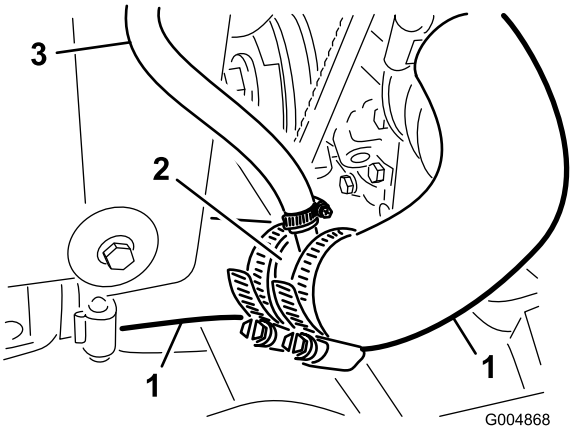
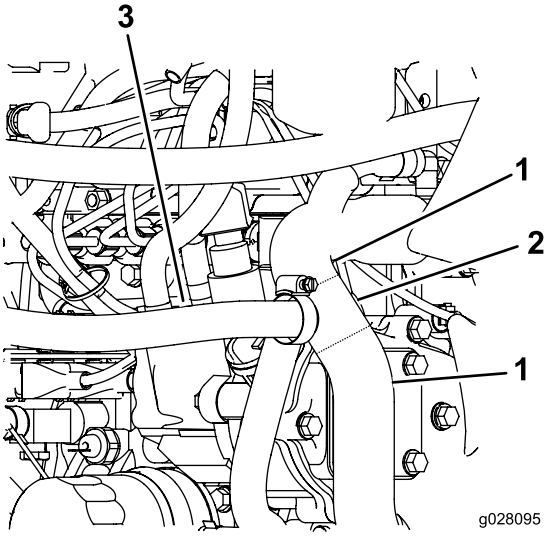

**Rysunek 12**
**Rysunek 13**
10. Połącz przewody trójnikiem i zabezpiecz je obejmami w sposób przedstawiony na Rysunek 12 i Rysunek 13.
11. Podłącz wolny koniec przewodu powrotnego do trójnika zamocowanego do przewodu chłodnicy (Rysunek 12).